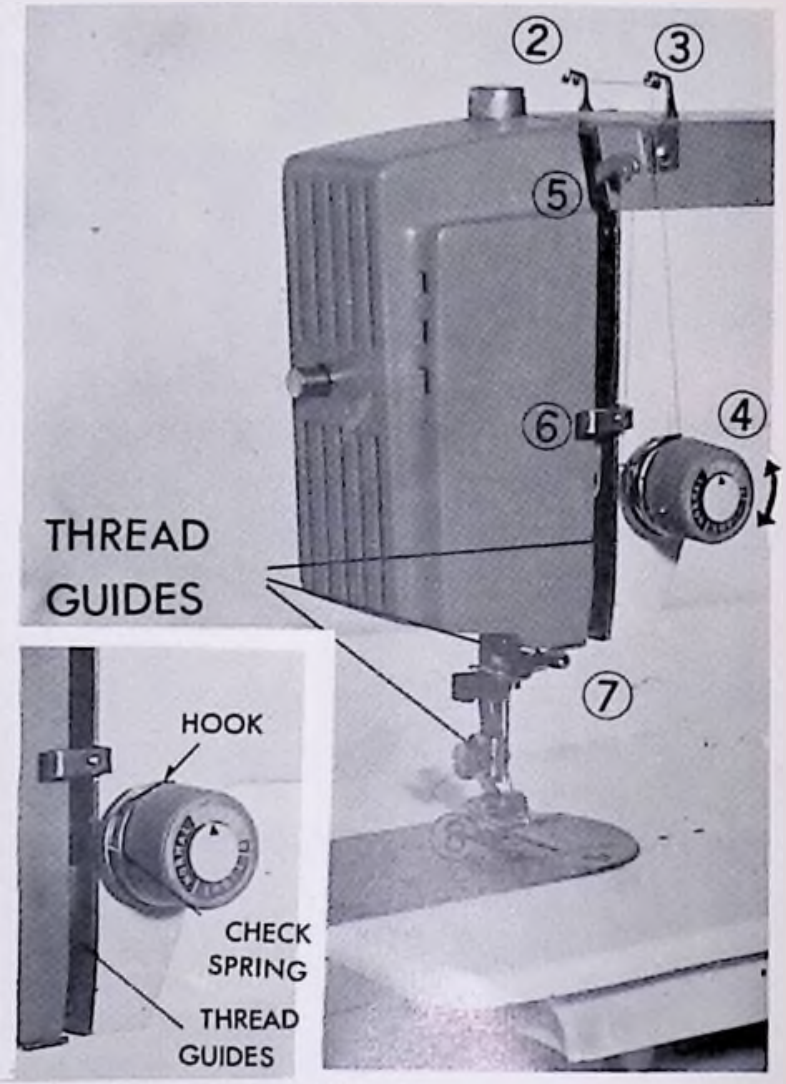

Fig. 12
5. Draw the thread up through the check spring and with a slight tug into the hook, (See insert, Fig. 12)